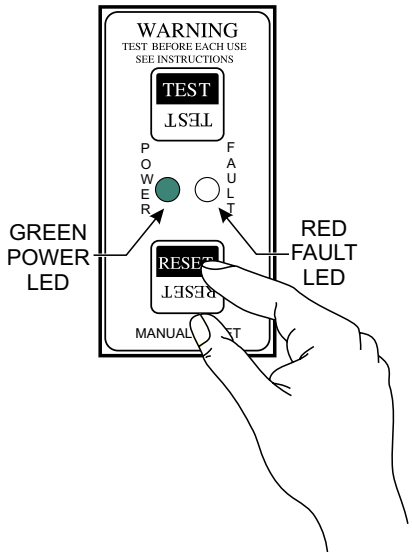

Figure 48. GFCI Sensing Module (Green LED ON Reset)
9. To restore power, press the **RESET** button (Figure 48) on the GFCI sensing module and verify that the **RED** fault LED turns **OFF** and the **GREEN** power LED turns **ON**.